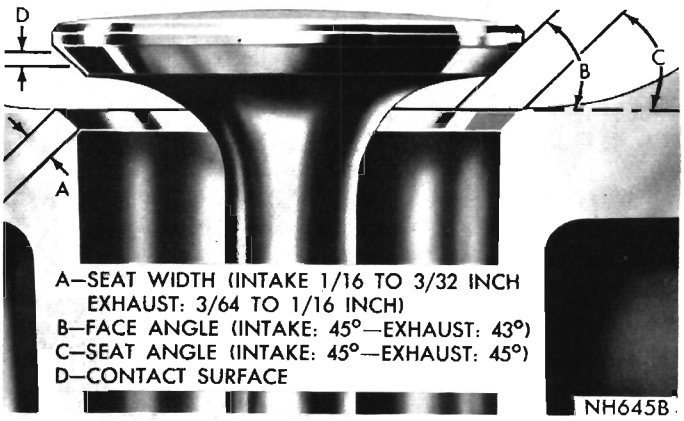

Fig. 15—Valve Face and Seat Angle
(1) The intake and exhaust valve seats and intake valve face have a 45 degree angle. The exhaust valve face has a 43 degree angle. The valve face and valve seat angles are shown in Figure 15.